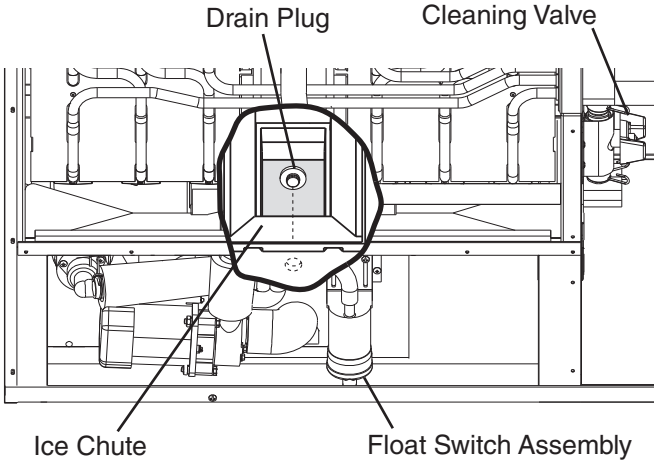

**Fig. 19**
7) Remove the insulation panel. Remove the drain plug located on the lower front part of the ice chute. See Fig. 19. Allow the water tank to drain.
4) Remove the front insulation panel, then remove the drain plug. See Fig. 19. After the water tank has drained, replace the drain plug and front insulation panel.